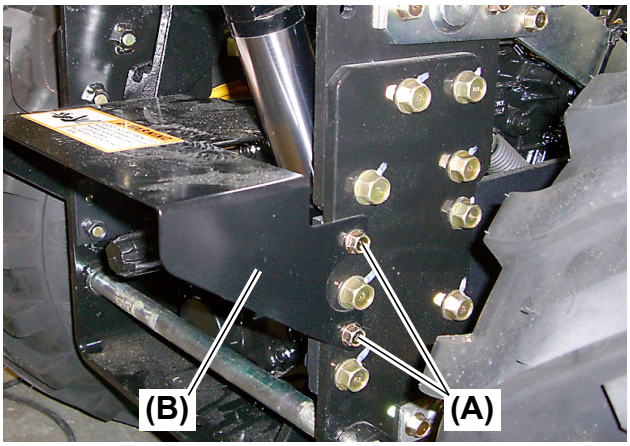

Fig. 2
1. Remove the two (2) M8 × 20 mm (L: 0.8 in.) bolts **(Fig. 2, 3, (A))** on each of the right and left sides.